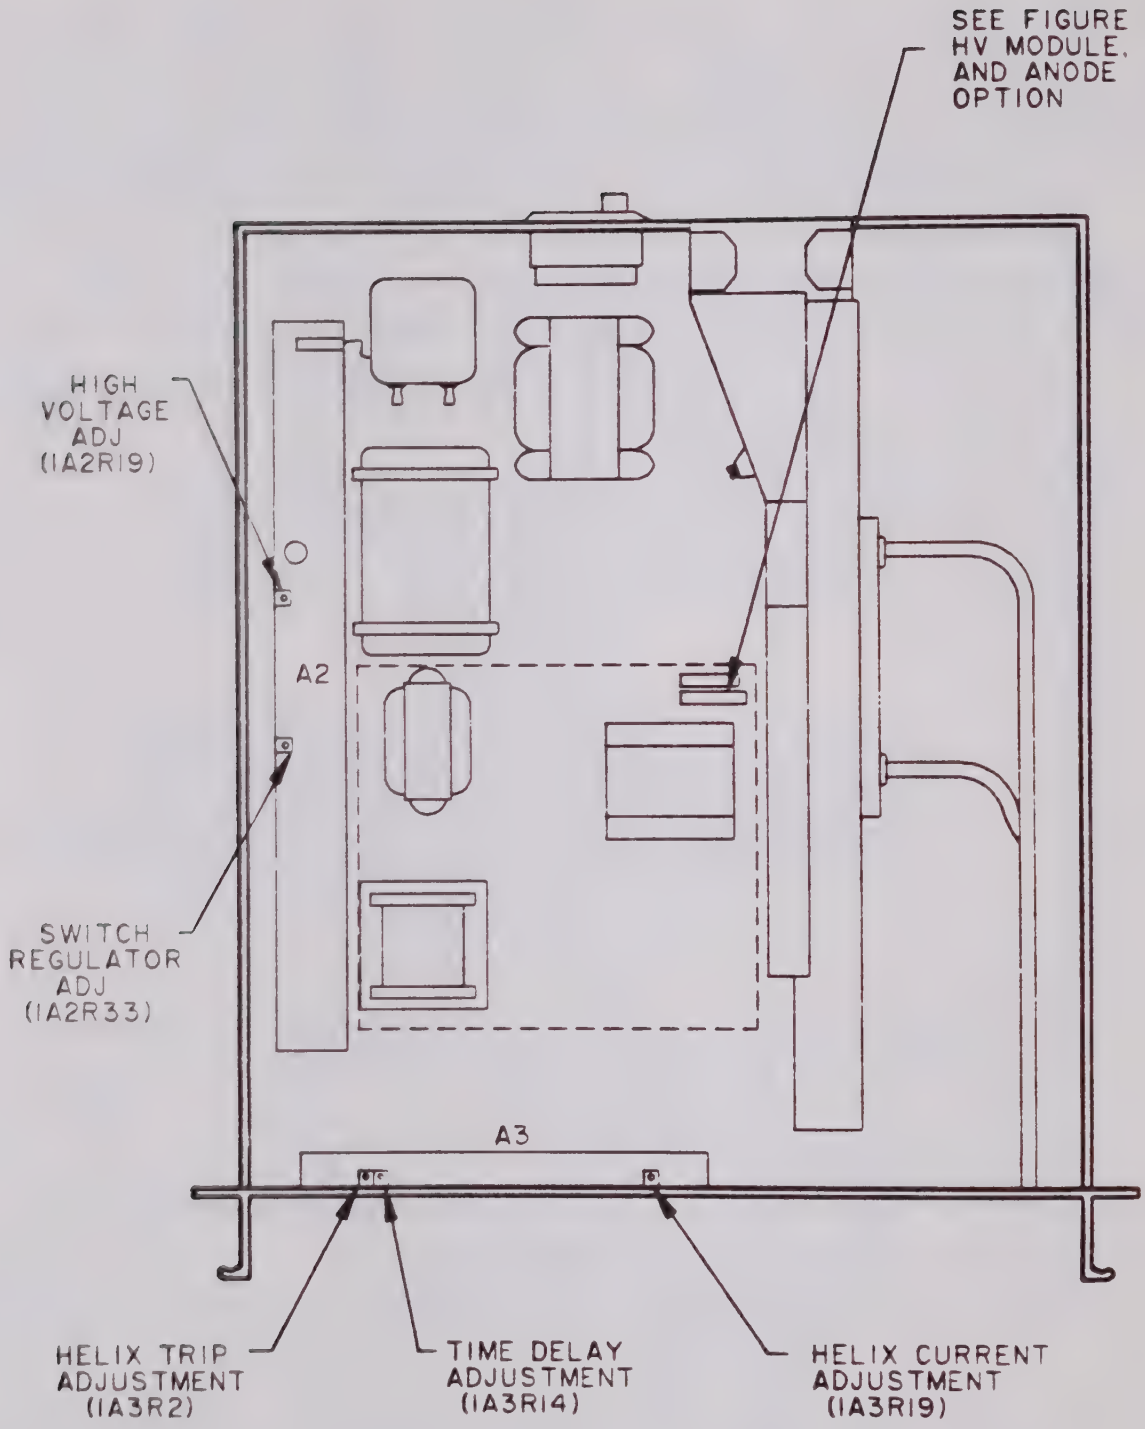

FIGURE 5-2 TWTA TOP VIEW
5.5.1 Power Processor Assembly Adjustments (See Figure 5-2)